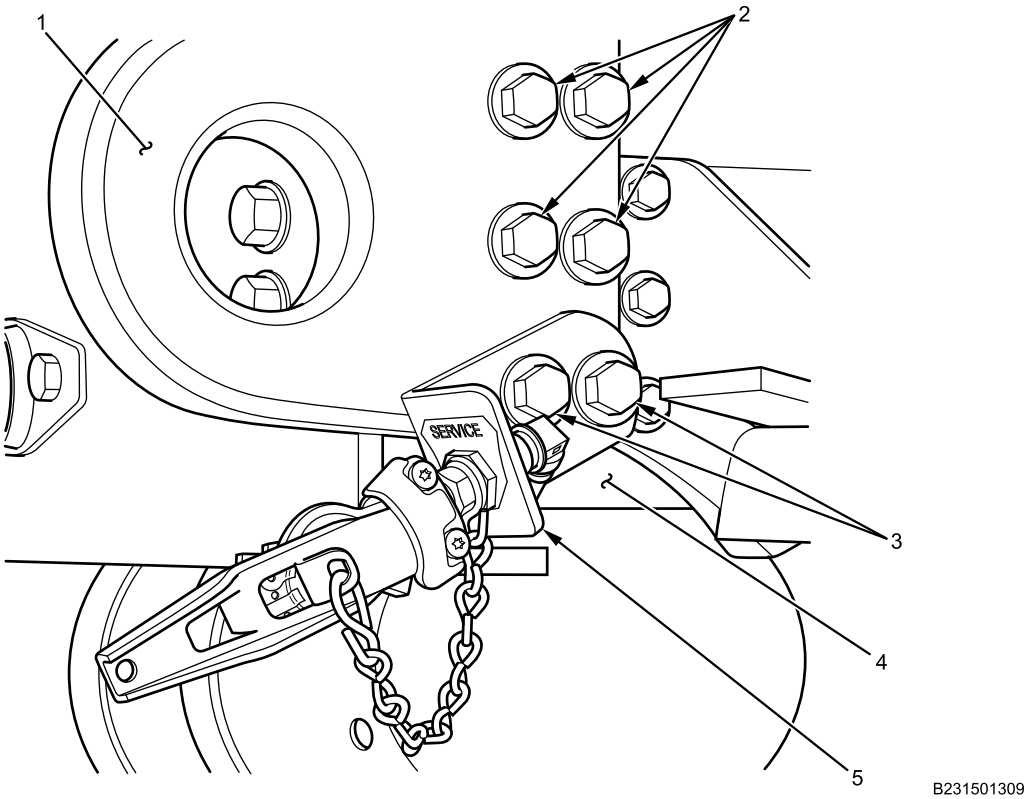

Figure 2. Side View of Right Rear Towing Eye.
1. Install towing eye (Figure 2, Item 1) on frame rail (Figure 2, Item 4) and loosely install four bolts (Figure 2, Item 2) and nuts.
2. Install gladhand (Figure 2, Item 5) on towing eye (Figure 2, Item 1) and install two bolts (Figure 2, Item 3) and nuts.
3. Torque six bolts (Figure 2, Item 2 and 3) to 350-375 lb-ft (475-508 N•m)